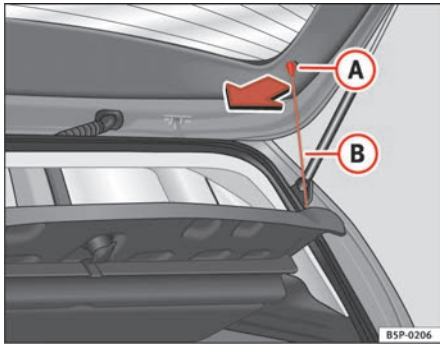

Fig. 123 Storage shelf
– Unhook the loops ⇒ fig. 123 (B) from housings (A)